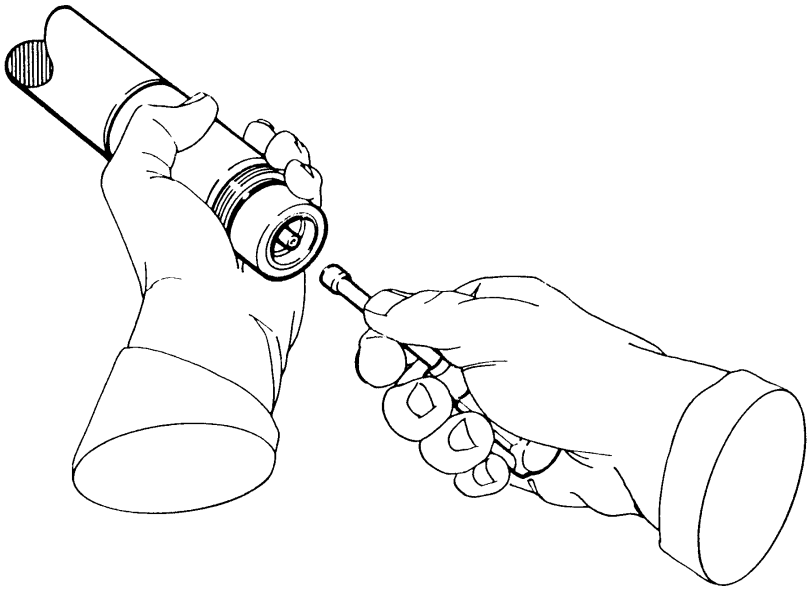

Figure 5-11 Changing the Water Tube
5. Remove and replace the water tube by using the water tube wrench (027347) supplied with the consumable parts kits – Fig. 5-11. **When installing water tube, do not overtighten!** Snug down by hand only.